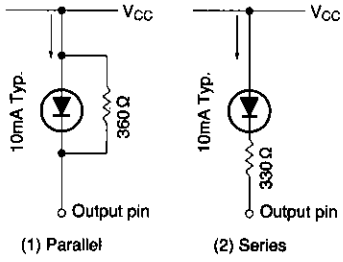

Fig. 3
$C_2$ is a coupling capacitor, and the potentiometer VR varies the input level. Input a fixed voltage level and adjust the potentiometer so that the LED lights at 0dB. To reduce the LED current, connect a resistor either in parallel (Fig. 3 (1)) or in series (Fig. 3 (2)) with the LED.